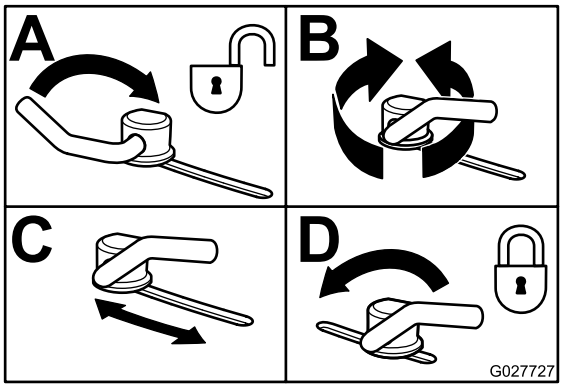

Figuur 37
3. Om de sluitnokken te verstellen, draait u de hendel omhoog om ze los te maken (Figuur 37).
5. Draai de hendel terug om de plaat en de sluitnokken vast te zetten (Figuur 37).